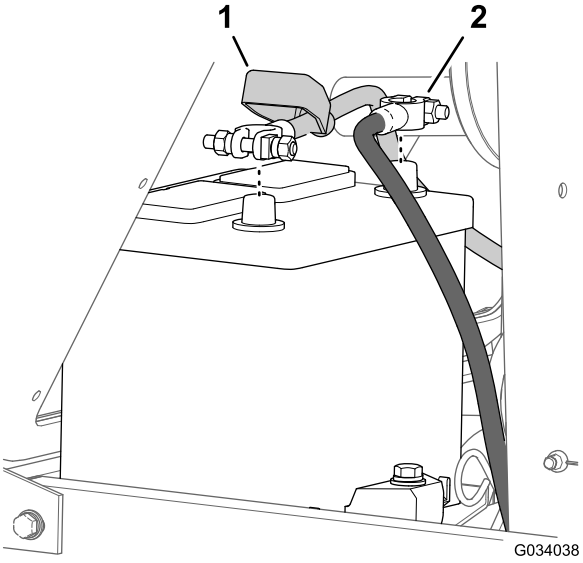

Figur 56
2. Tag batteriets minuskabel (-) af batteripolen (Figur 56).
3. Skyd isolatordækslet væk fra batterikablets klemme (Figur 56).
4. Tag pluskablet (+) af batteriets pol (Figur 56).
7. Tilslut kablerne, pluskablet (+) til batteriets pluspol (Figur 56).
8. Slut minuskablet (-) til batteriets minuspol (Figur 56).